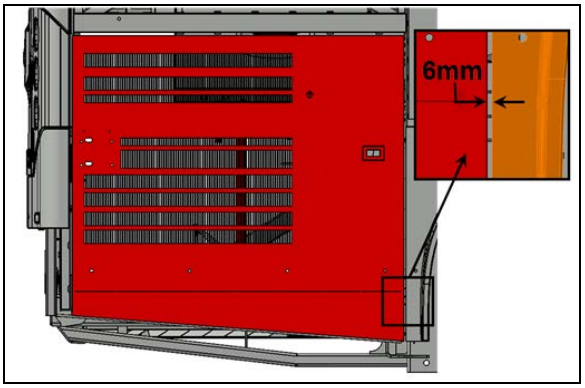

**FIGURE 111**
7. Check the gap between the door and the adjacent panel at the level of the lower attachment point of the arm on the door. The gap should be ¼" (6 mm) (FIGURE 111).